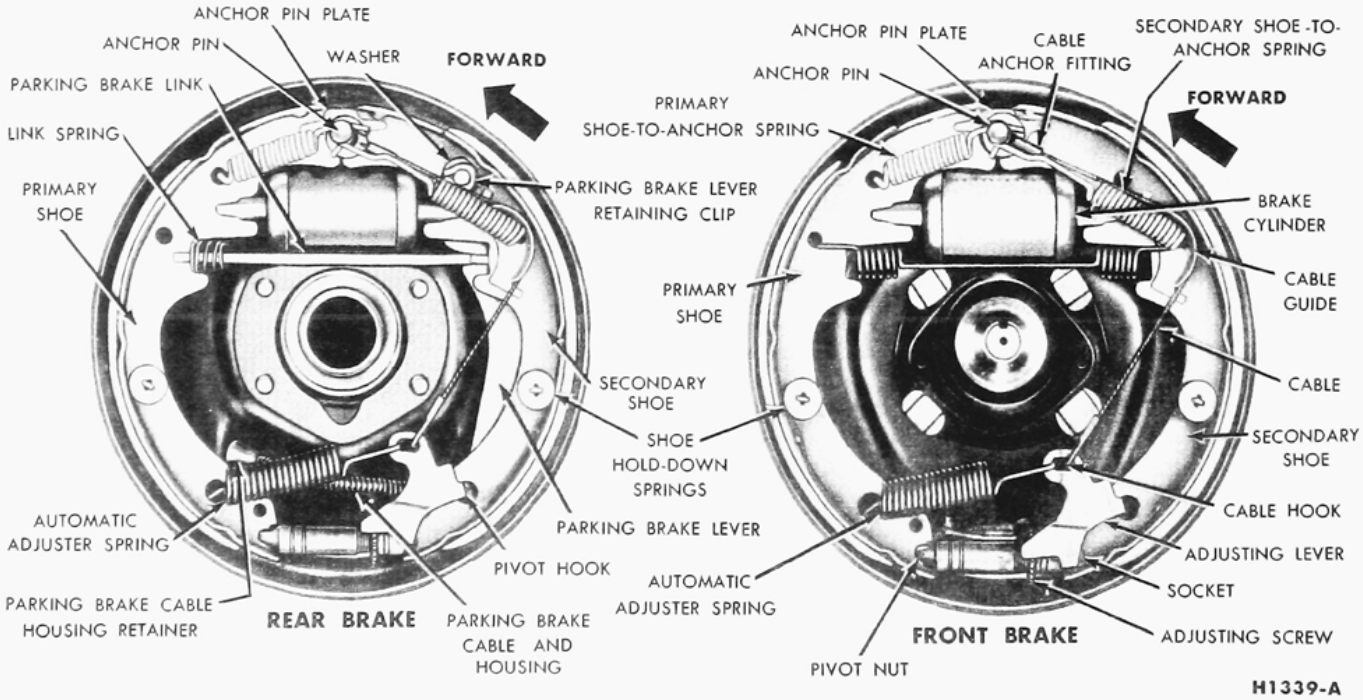

FIG. 1—Self Adjusting Brake Assemblies
The self-adjusting brake mechanism consists of a cable, cable guide, adjusting lever, and adjuster spring (Fig. 1). The cable is hooked over the anchor pin at the top and is connected to the lever at the bottom. The cable is connected to the secondary brake shoe by means of the cable guide. The adjuster spring is hooked to the primary brake shoe and to the lever.
a. Disengage the adjusting lever from the adjusting screw by pulling backward on the adjusting lever (Fig. 1).